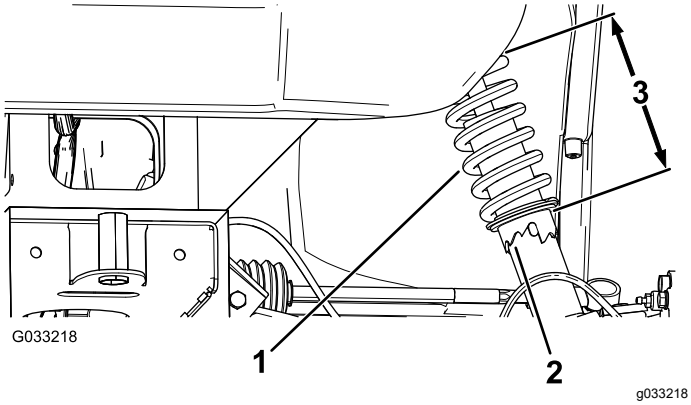

Figur 45
2. Justera hjulet till rätt riktning genom att rotera kragen på stötdämparen med rörtången om hjullutningen är felinställd (Figur 45).